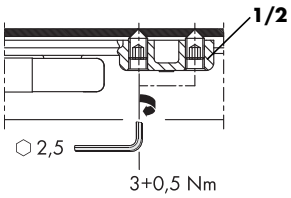

Fig. 2
② Secure grub screws (see Fig. 2) (torque 3 +0.5 Nm).